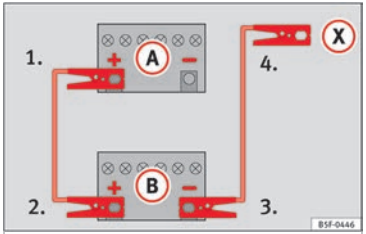

Fig. 68 Diagram of connections for vehicles without Start Stop system
2. Connect one end of the *red* jump lead to the positive (+) terminal of the vehicle with the flat battery (A) »» **Fig. 68**.
3. Connect the other end of the *red* jump lead to the positive terminal (+) in the vehicle providing assistance (B).
4a. *For vehicles without Start-Stop system:* connect one end of the *black* jump lead to the negative terminal (–) of the vehicle providing the current (B) »» **Fig. 68**.